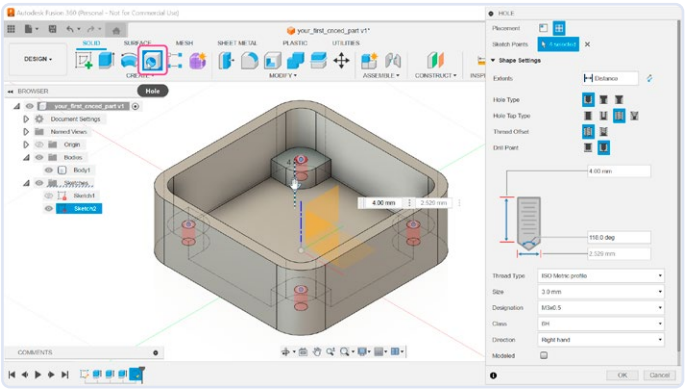

Figuur 15. Diepte en schroefdraad voor de gaten instellen.
15. Sluit de sketch, maak *Body1* zichtbaar en selecteer het gereedschap *Hole* op de werkbalk. Klik op alle vier de punten en configureer het gat (**figuur 15**). Stel *Hole Type* in op *Tapped*. De schroefdraad moet *ISO Metric profile* zijn en de grootte moet 3,0 mm zijn. Wat betreft de diepte, willen we niet dat de gaten helemaal doorlopen en aangezien de steunen 6 mm boven het grondvlak zijn geëxtrudeerd, zou een diepte van 4 mm goed moeten zijn.